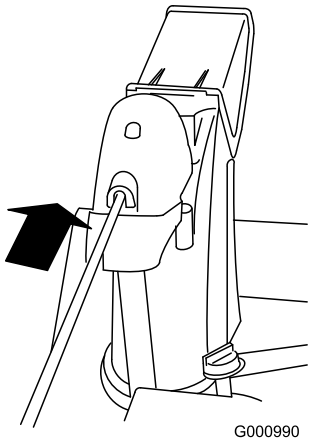

**Figure 15**
4. Insert the front end of the rod into the opening in the back of the chute gear cover until it slides into the chute gear (Figure 15).